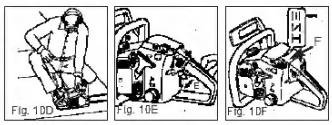

Fig. 10D Fig. 10E Fig. 10F
7. Pull starter rope again rapidly until the engine starts but no more than 4 times. (Fig. 10D)